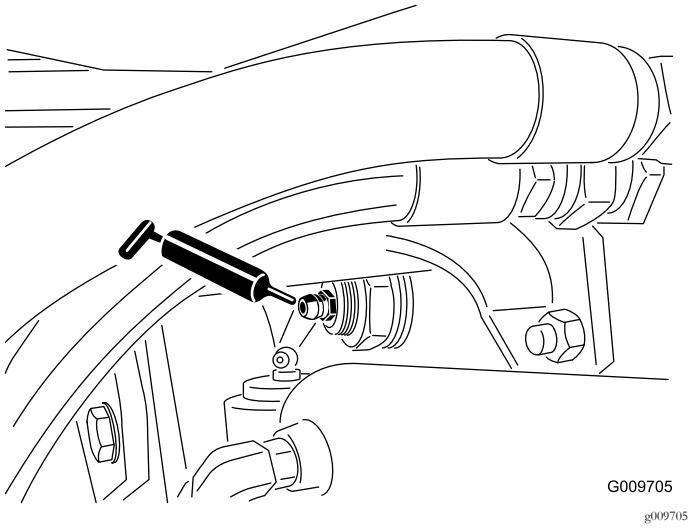

Figur 33
- Bakre axeltappsbussningar (2) enligt Figur 33